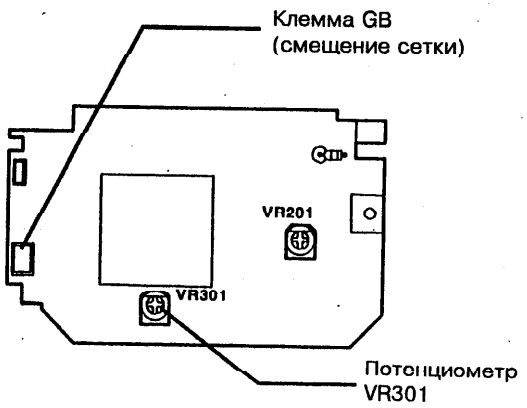

Рис. 2. Регулировка потенциометра VR301
9. (Рис. 2): Потенциометром VR301 отрегулируйте величину напряжения -400 В ± 9 В.